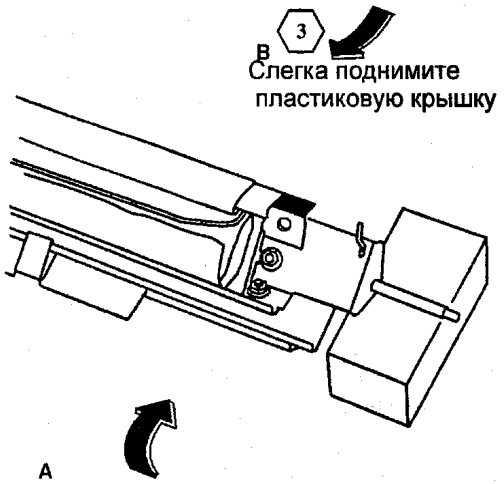

Рис. 3 Установка кромки фитиля под пластиковую крышку
2. (РИС. 3): ВСТАВЬТЕ КРОМКУ ФИТИЛЯ ПОД ПЛАСТИКОВУЮ КРЫШКУ.